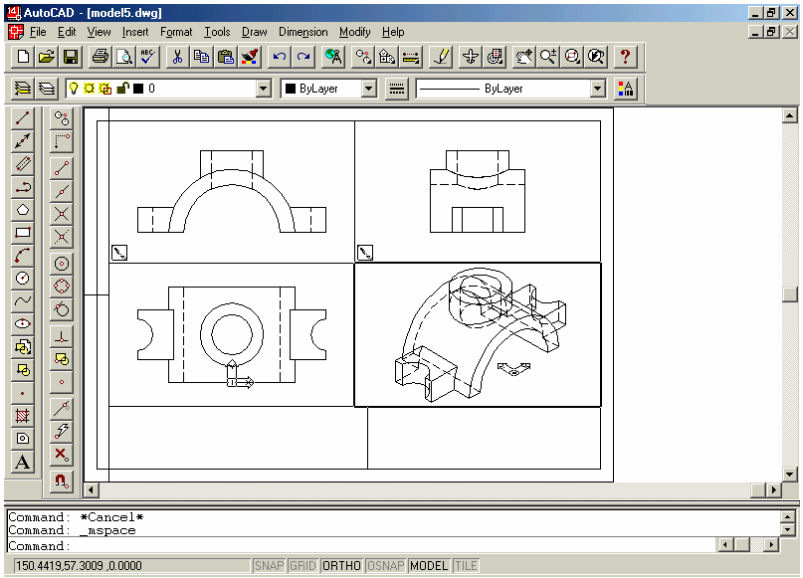

Fig. 12.26 Efectul aplicării comenzii SOLPROF pe fiecare fereastră
10. Vizualizarea efectului comenzii SOLPROF (fig. 12.26), prin setarea layer-ului MODEL pe OFF (beculețul stins);